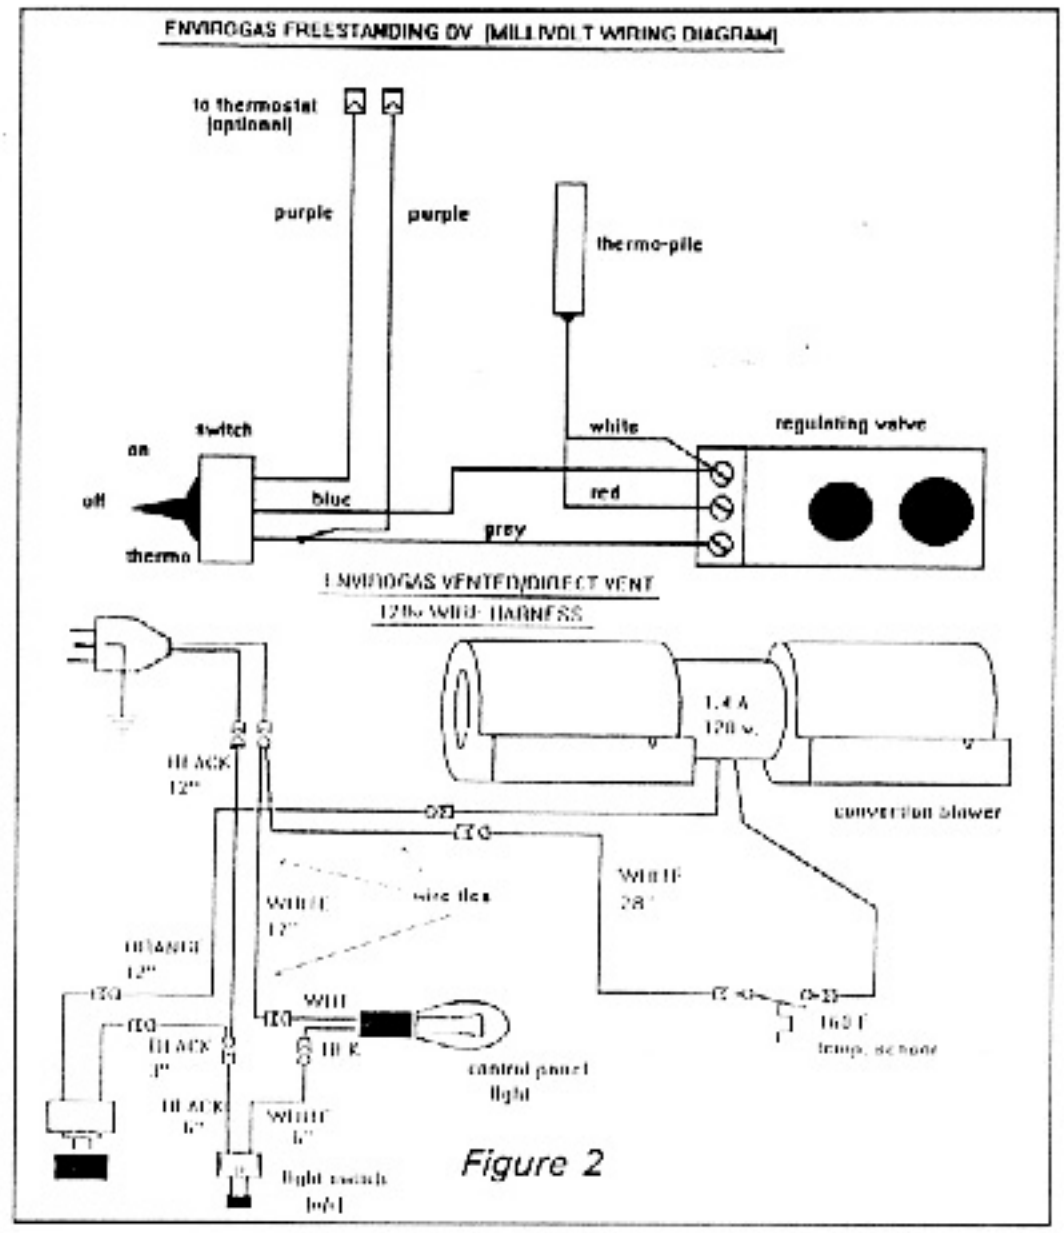

Figure 2
5) Make all electrical connections as per wiring diagram shown in figure 2.